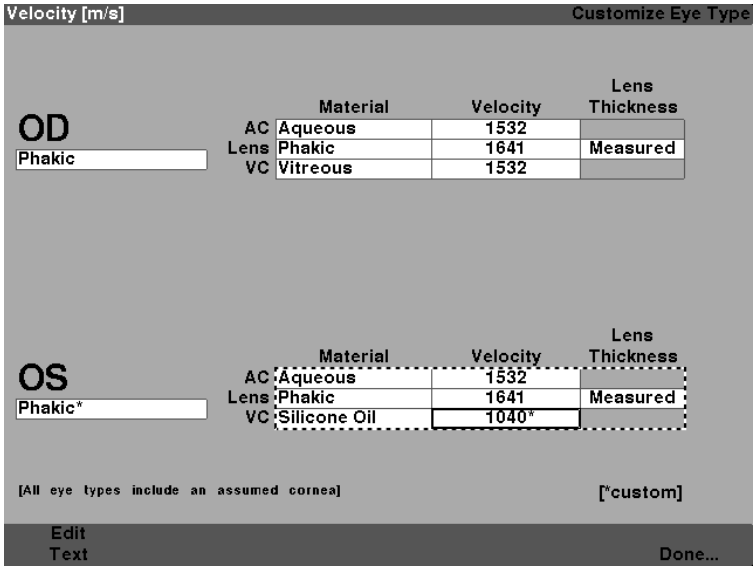

Figure 7-7 OS Eye Type Customized
11. All the custom changes to the Patient Eye Type will be followed by an asterisk (*), as shown in Figure 7-7 on the next page.